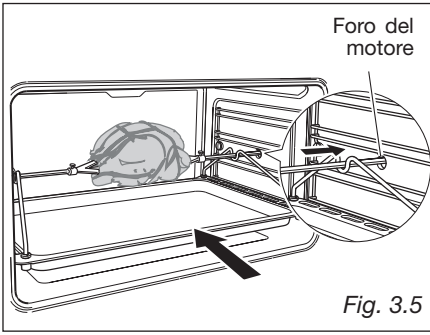

Fig. 3.5
4. **Mettere il girarrosto nel forno** (fig. 3.5).